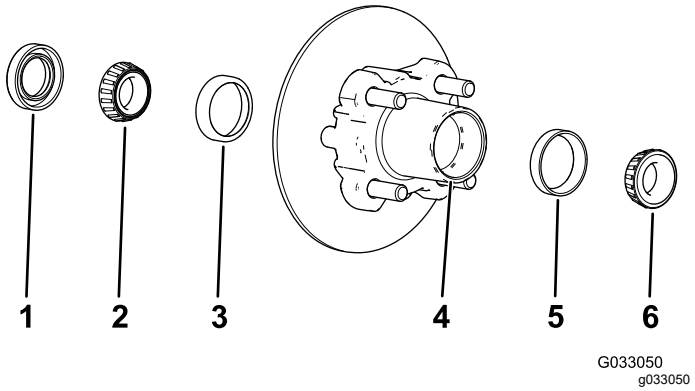

Figur 30
1. Avlägsna det yttre lagret och lagerbanan från navet (Figur 30)
2. Ta bort tätningen och det inre lagret från navet (Figur 30)
5. Avlägsna allt fett, smuts och skräp från håligheten i navet (Figur 30).
7. Fyll navets hålighet till 50–80 % med angivet fett (Figur 30).
8. Montera det inre lagret på banan på navets insida, och montera tätningen (Figur 30).